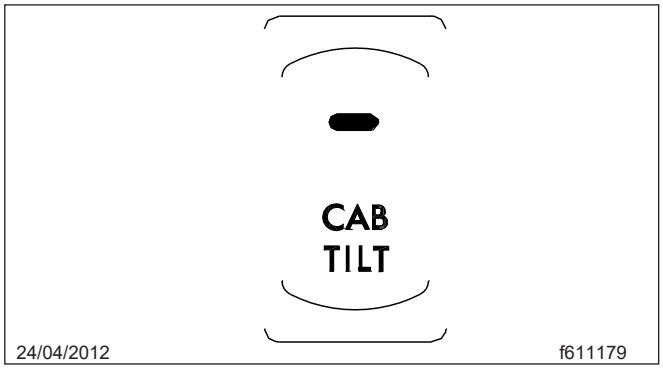

Fig. 35, Interrupteur inclinable de la cabine
20. Appuyez et maintenez le bouton de la pompe jusqu'à ce que la cabine s'approche d'un angle de 45 degrés (point d'équilibre). Voir **fig. 35** . Une fois que la cabine dépasse 45 degrés, relâchez le bouton de la pompe et déplacez le levier de la pompe inclinable vers la position TILT afin de ralentir la descente de la cabine.